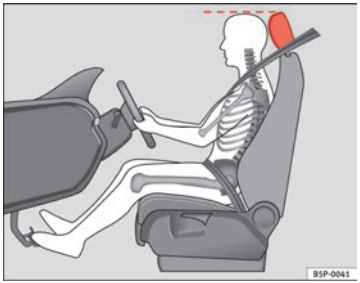

Abb. 2 Die richtige Kopfstützeneinstellung für den Fahrer
– Stellen Sie die Kopfstützen so ein, dass die Oberkante der Kopfstütze sich möglichst auf einer Linie mit dem oberen Teil Ihres Kopfes befindet ⇒ Abb. 2.